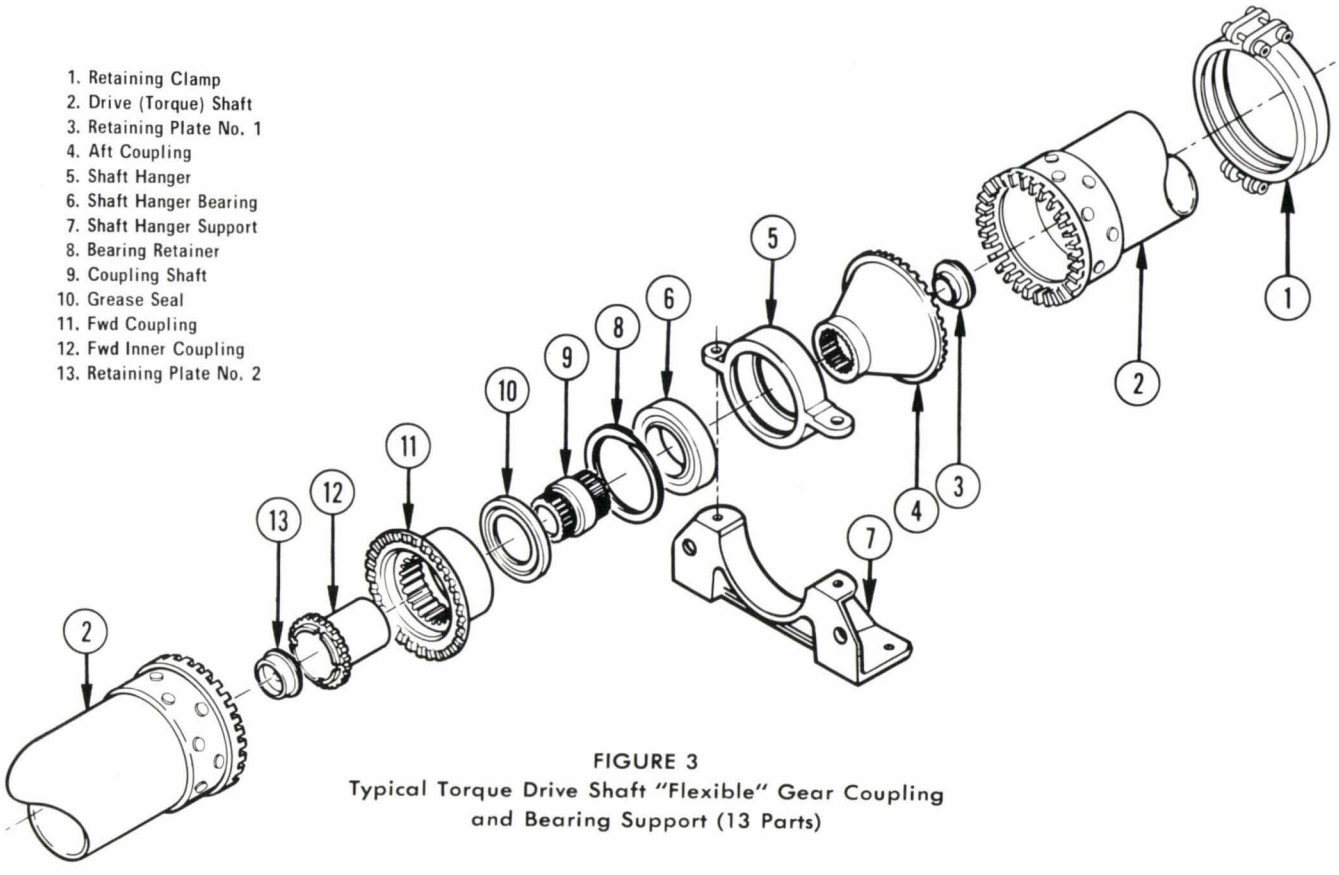
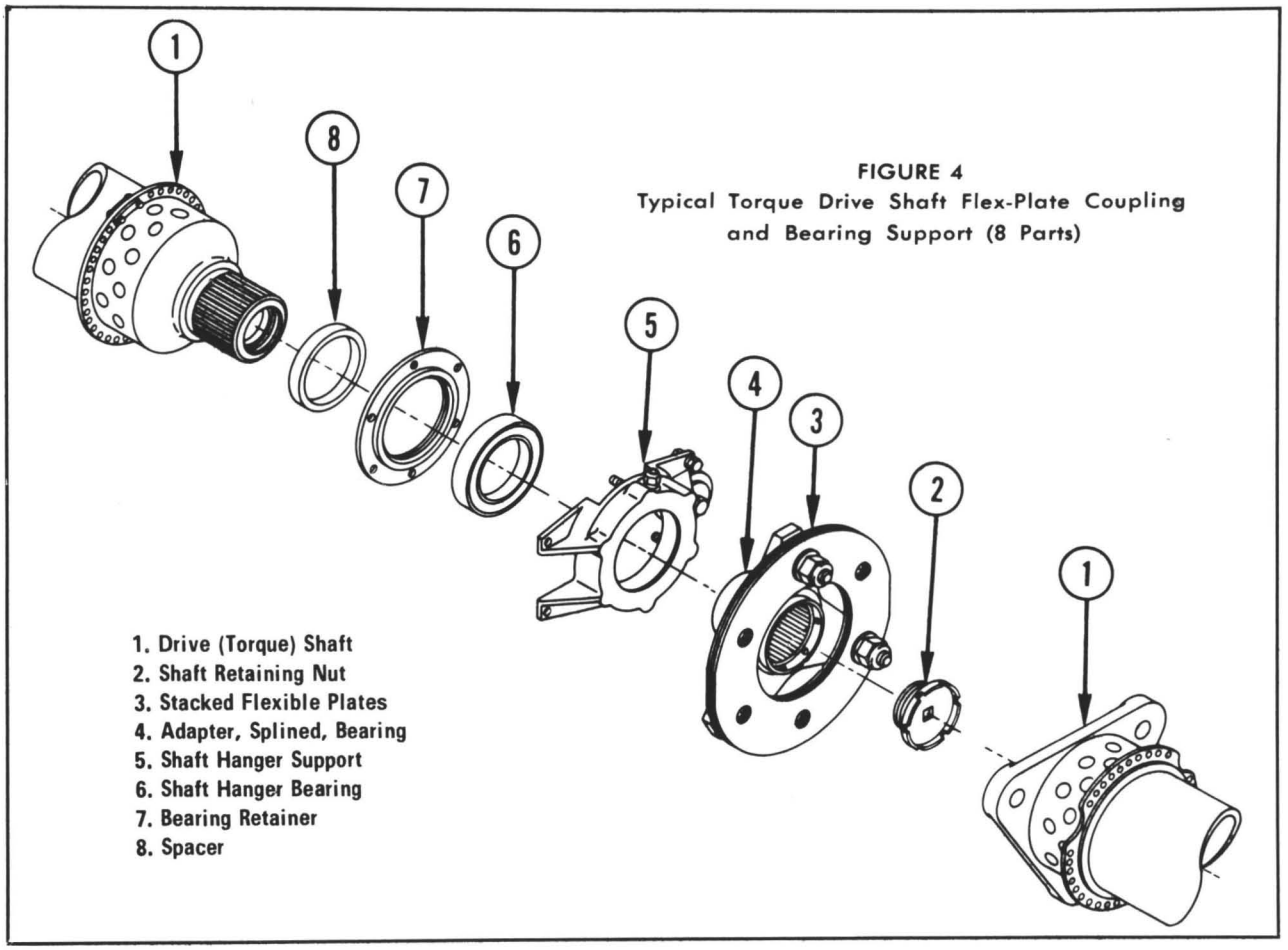

FIGURE 3
FIGURE 4
accidents out of a fleet of approximately 4,000 helicopters. Figure 3 shows this coupling/support as it is installed in the 4,000 helicopters. Note that 13 parts are required for the shaft support and coupling. The basic function of the coupling/support is (1) shaft misalignment compensation, (2) bearing support, (3) shaft elongation compensation and (4) torque transmission. Basic reliability criteria were violated in this design (i.e., too *many* parts had to be fitted and lubricated *properly* to permit *trouble-free* operation). Photo 3 shows a typical failure in the support bearing of this type coupling.
In contrast to the flexible gear coupling, the flexible plate coupling shown in figure 4 is also used. Note that only eight different parts are used, although the same functions are performed. This flexible thin plate coupling consists of 10 to 20 stacked washers (item 3) connected to three-prong fittings on either side. The flexible plate coupling is used in more than 1,000 Army helicopters and is performing much better than the gear coupling/support shown in figure 3. The flexible plates can be visually inspected for fatigue cracks. At least one-third of the plates must fail before the coupling strength equals the normal operating loads. The flexible plate coupling is a good example of fail-safe design, since more than one plate must fail before the entire stack fails. Maintenance of the plate coupling is relatively easy because it can be visually inspected for fatigue cracks and requires no lubrication.